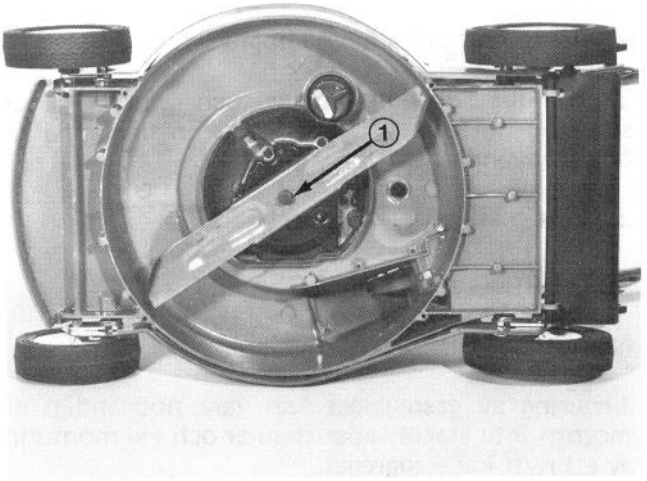

Bild 30
4. Fatta tag i knivändan med en trasa eller tjockt vaderad handske. Borttag fästskruven, låsbricka och kniven (Bild 30).
2. Vänd gräsklipparen på högra sidan (Bild 30).